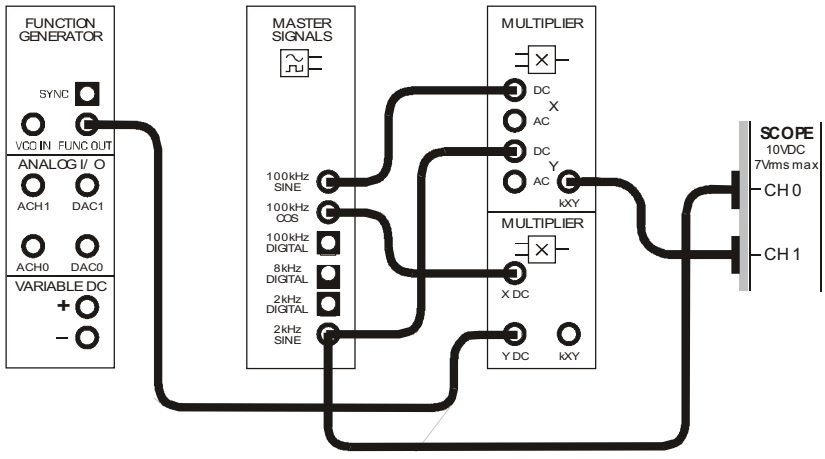
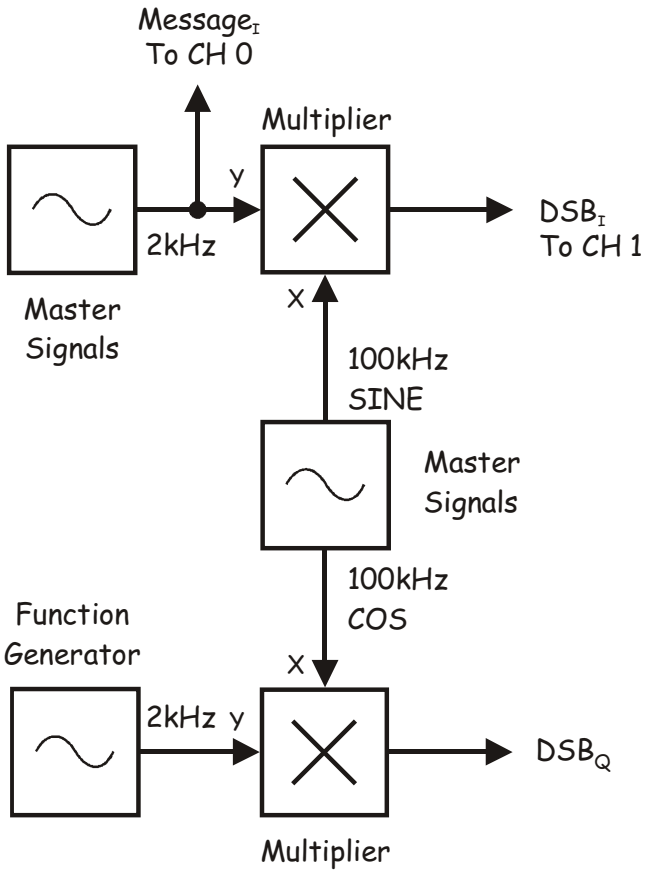

Figure 3
Figure 4
10. Connect the set-up as shown in Figure 3 below.
The set-up in Figure 3 can be represented by the block diagram in Figure 4 below. Notice that two unique 2kHz message signals are connected to the input of individual Multiplier modules. Also connected to the Multiplier modules are 100kHz sinewaves for the carriers. However, the carriers are out of phase with each other by 90° which is a requirement of PDM.